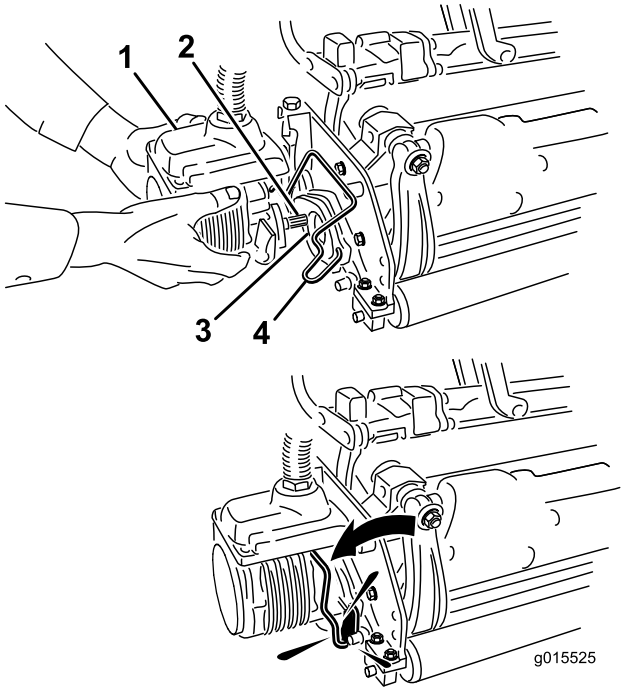

Figur 15
11. Dekk kileakselen i klippeenhetsmotoren med rent smørefett (Figur 15).
12. Sett motoren inn på klippeenhetens venstre side (fra brukerens synspunkt), og dra motorholdebøylen på klippeenheten mot motoren til du hører et "klikk" på begge sider av den (Figur 15).